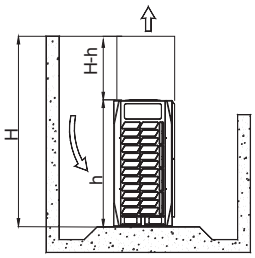

Рис. 4-17
- Если в конкретных условиях монтажа блок требуется располо-жить ближе к стене, то в зависимости от Если Если в конкретных условиях монтажа блок требуется расположить ближе к стене, то в зависимости от соотношения высоты прилегающих стен и высоты блоков для обеспечения необходимого выпуска воздуха может потребоваться установка воздуховода. В условиях, изображенных на рис. 4-17 вертикальный участок воздуховода должен иметь высоту не менее H-h. Если наружный блок требует установки воздуховода и статическое давление превышает 20 Па, блок должен быть специально рассчитан на соответствующее статическое давление.
Если в конкретных условиях монтажа блок требуется расположить ближе к стене, то в зависимости от соотношения высоты прилегающих стен и высоты блоков для обеспечения необходимого выпуска воздуха может потребоваться установка воздуховода. В условиях, изображенных на рис. 4-17 вертикальный участок воздуховода должен иметь высоту не менее H-h. Если наружный блок требует установки воздуховода и статическое давление превышает 20 Па, блок должен быть специально рассчитан на соот-ветствующее статическое давление.